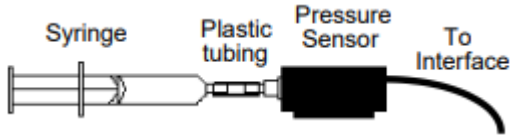

Fig. 3: Pressure sensor set-up
4. Using the plastic syringe included in the pressure sensor kit, move the piston until the syringe reads 20.0 mL. Hold it in place while screwing the syringe onto the fitting on the pressure sensor (Fig. 3).